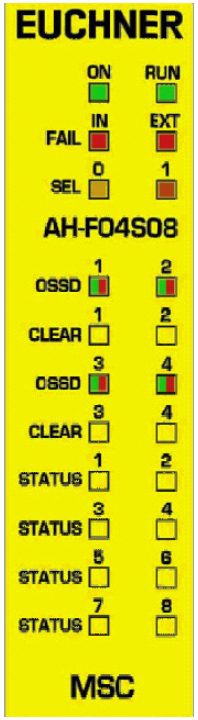

Bild 27:
8.3.15. Modul AH-FO4SO8 *(Bild 27)*